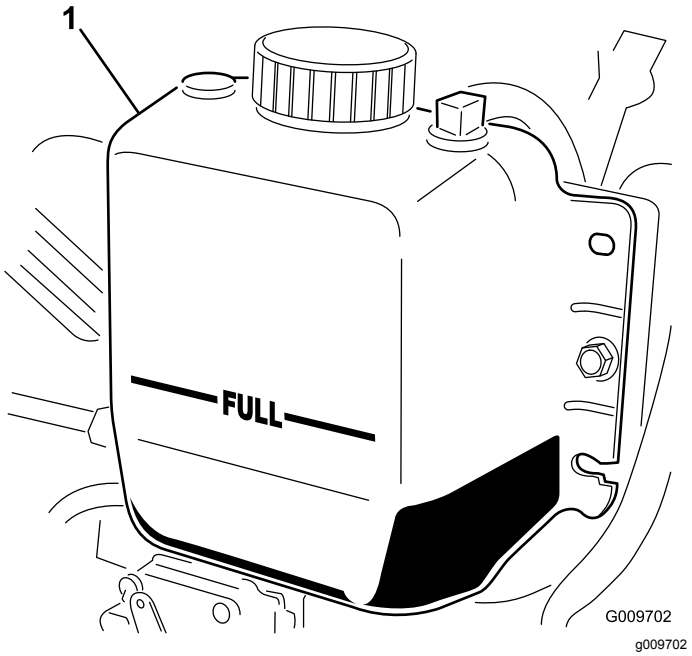

Figur 15
2. Kontroller kjølemiddelnivået i radiatoren. Fyll radiatoren opp til toppen av påfyllingshalsen og ekspansjonstanken opp til "Full"-merket (Figur 15).